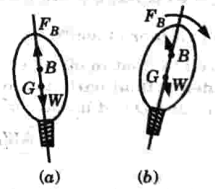

Fig. 1.34.3. Stability of submerged body.
1. If the balloon is given an angular displacement in the clockwise direction as shown in Fig. 1.34.3(*b*), then *W* and F_B constitute a couple acting in the anticlockwise direction and brings the balloon in the original position. Hence the balloon is in stable equilibrium.